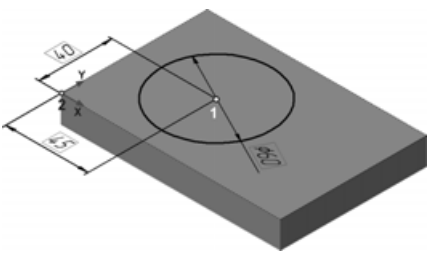

Рис. 2.58
- Определите положение окружности на грани в поперечном направлении, используя те же точки привязки. Для вертикальной ориентации размерной линии включите кнопку **Вертикальный** панели свойств. Задайте значение размера 40. После этого эскиз выглядит как на рис. 2.58.